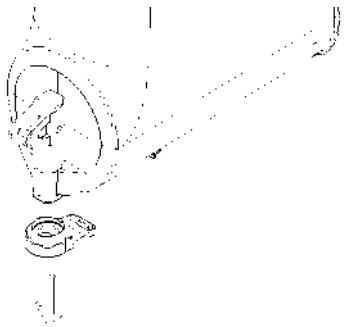

figura 12
- rimuovere dal contenitore il restrittore di flusso (vedere figura 12)
7 Rimuovere dal contenitore il restrittore di flusso (vedere figura 12).
5 Rimuovere dal contenitore il restrittore di flusso (vedere figura 12).